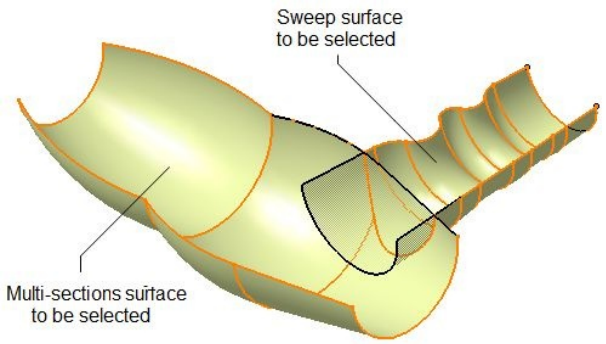

Figure 11-96 *Intersecting surfaces*
c. Trim the surfaces and create a flat boundary surface to close the surface body, refer to Figures 11-96 through 11-100.
After creating the base surface and the swept surface, if you rotate the view of the surface model, you will notice that both the surfaces intersect. Figure 11-96 shows the intersecting surfaces of the model. You need to trim their unwanted portions.
surfaces is displayed in the geometry area, refer to Figure 11-96. The default trimmed surfaces are the same as those required. Therefore, you do not need to change the default settings in the **Trim Definition** dialog box.